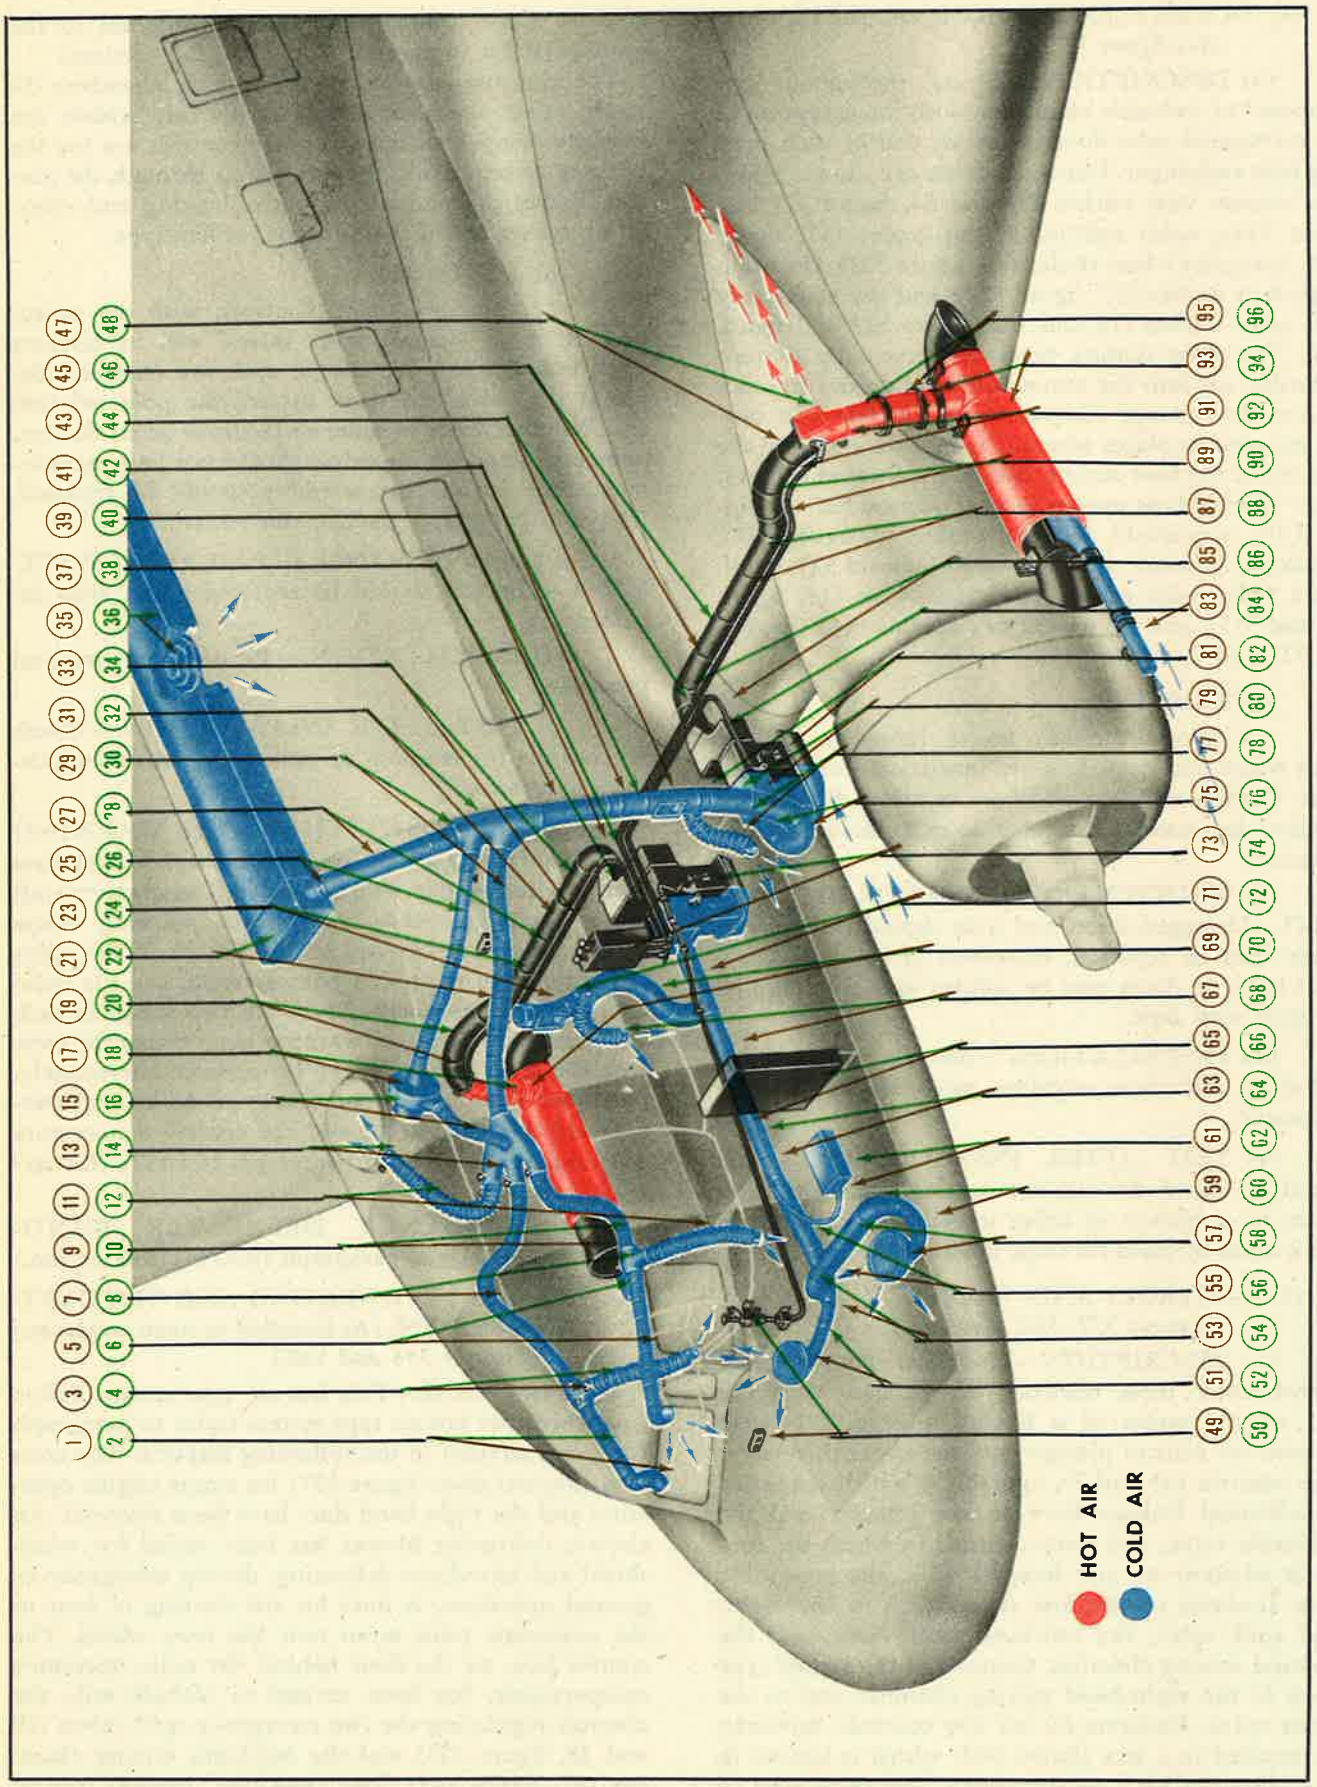

Figure 543—Hot Air Heating and Ventilating System (As Installed on Some Airplanes)
Note: Refer also to figures 543, 546 and 547.
Note: Refer also to figure 543.
(Figures 543 and 548.)
(1) GENERAL.—This hot-air type system differs from the other hot-air type system (refer to paragraph 18.*c.*, this section) in the following respects: The cross feed (bypass) duct (figure 527) for single engine operation and the right-hand duct have been removed. An electric defrosting blower has been added for windshield and astrodome defrosting, during emergency or ground operation. A duct for the ducting of heat to the automatic pilot servo unit has been added. The control box, on the floor behind the radio operator's compartment, has been revised to include only the controls regulating the two emergency spill valves (19 and 48, figure 543) and the left-hand mixing chamber (81, figure 543). The cross-feed (bypass) control
KEY TO FIGURE 543
KEY TO FIGURE 543—Continued